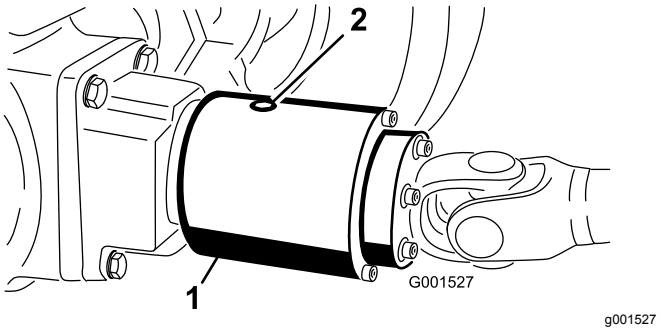

Figur 64
3. Vrid kopplingen så att kontrollpluggen riktas nedåt (Figur 64).